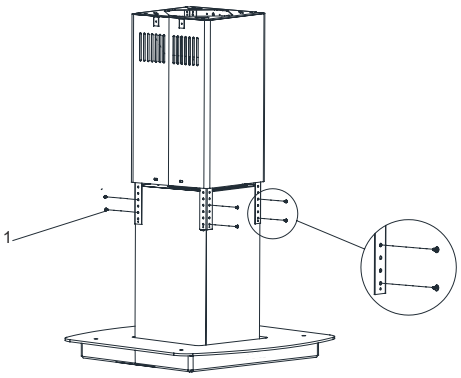

Fig. 13
1. Ta bort den ena 3,5x9,5 skruven som håller fast skorstenen (Fig.13).
2. Lyft upp skorstenen och skruva fast motorlådan i stängerna med 3,5x9,5 skruvar (Fig 13.).